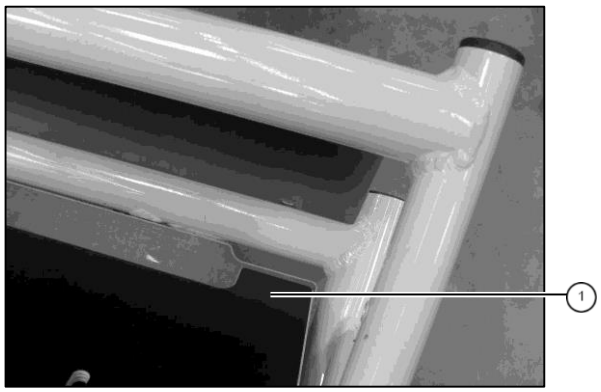

Abb. 1: Aussparungen in Bodenplatte
1. Rückenlehne mit seinen Nasen ① in Aussparungen der Bodenplatte stecken (siehe Abb. 1).
2. Rückenlehne mit Senkkopfschrauben ② befestigen. **Anzugsmoment 8 – 10 Nm.**